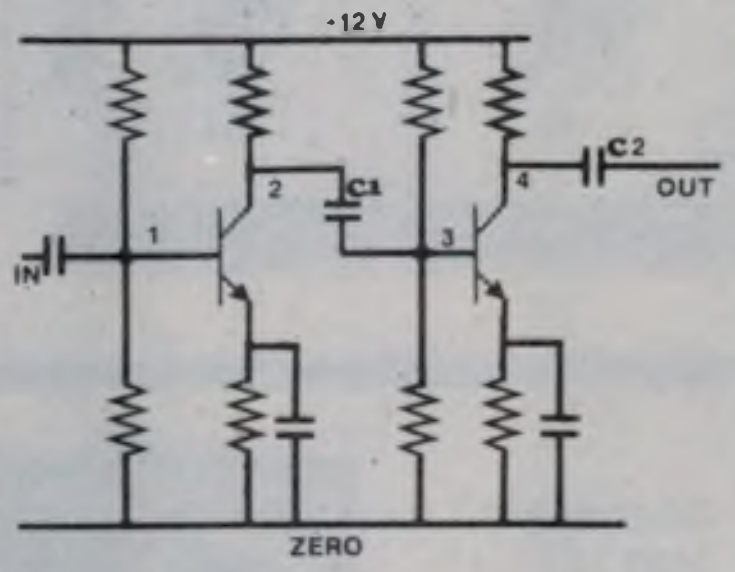

Fig. 3: early microphone preamplifier design. Coupling capacitors C1 and C2 isolate the collector DC potentials from the following stages.
Fig.3 shows a very dated, and rather horrible, microphone preamplifier of medium gain. Glossing over such details as the awfully high output impedance, let's consider the average or quiescent circuit voltages. The base voltage divider on the input transistor provides a positive DC bias, some of which is cancelled by the emitter resistor (in a stabilising attempt). The quiescent voltage at the collector (2) is some function of the resultant bias, the transistor's temperature and the h_{FE}. These usually provide us with such a delightfully unpredictable set of numbers that it is very difficult to precisely predict the voltage at collector 2. But, you see, the world is indeed good to us for it doesn't matter at all.